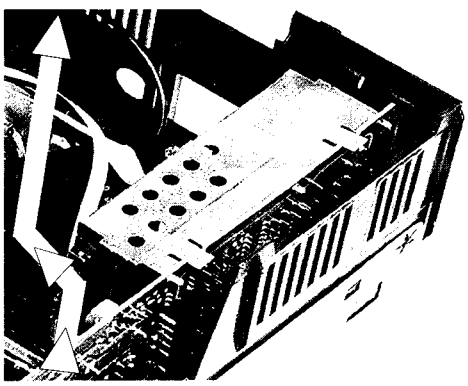

Fig. 2
(GB) Lift-up the shield cover about 3mm, disengage it and pull it out (see Fig. 2).
(D) Die Abdeckung an der Oberseite 3 mm anheben und nach innen abziehen, siehe Fig. 2. Die Montage erfolgt in umgekehrter Reihenfolge.
(NL) Til het afschermingsdeksel aan de bovenzijde 3 mm op, draai deze naar binnen, zie fig. 2. Nu kan de afscherming verwijderd worden.
(F) Soulevez le blindage de 3mm vers le haut, dégagez-le vers la gauche et retirez-le (voir Fig. 2).
(I) Sollevare il coperchio dalla parte superiore di circa 3 mm e ruotarlo per toglierlo, vedere fig. 2.
(E) Levantar la tapa de pantalla 3 mm, girarla y tirar de ella hacia arriba, ver Fig. 2.